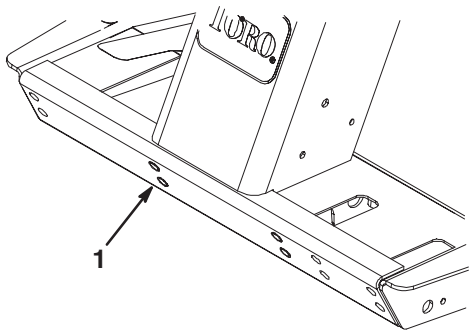

Figure 14
1. Install mounting bracket to front of traction unit using mounting holes shown in figure. 14.